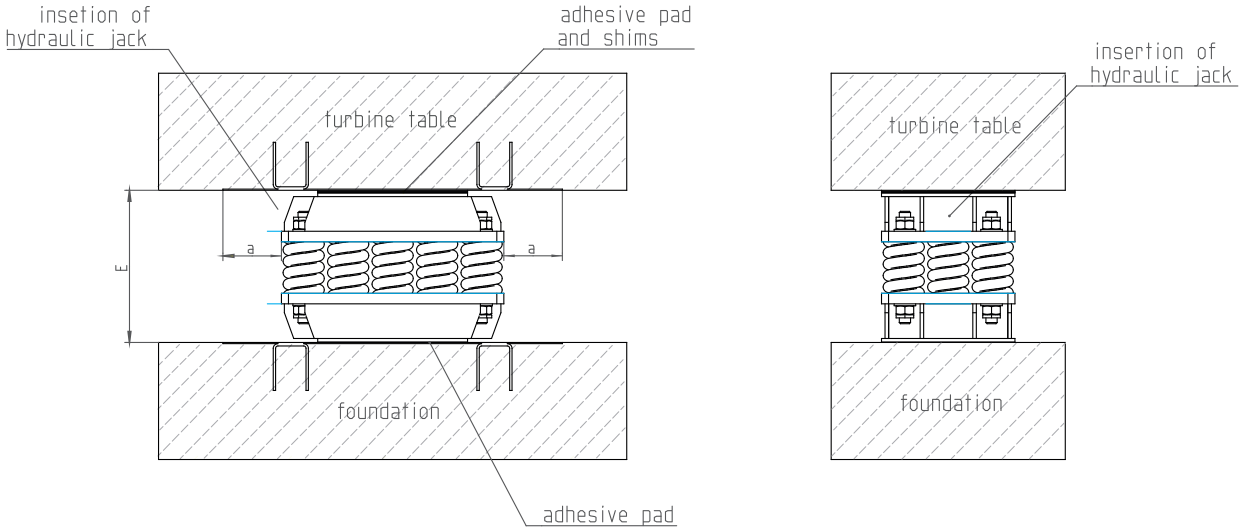

Fig. 5: Sketch of installed spring element
Depending on the machine to be installed, the erection and installation procedure will vary. The aim to achieve vibration isolation, though, is the same. The final arrangement of the installed spring element between foundation or column and the machine or turbine table is shown in Figure 5 below.
The spring elements are usually prestressed to height (E) and will be compressed by at least two hydraulic jacks during installation, see Fig. 5. The space (a) next to the spring element should be available to grant access for the hydraulic jacks on both sides. The length (a) is communicated separately and may be shared by two adjacent spring elements.